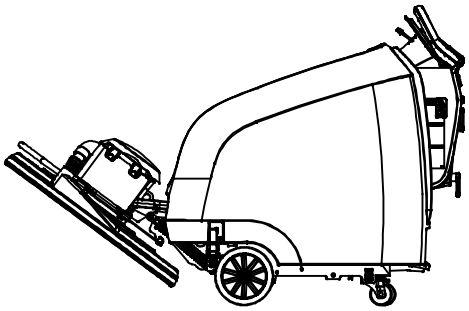

FIG. 52
1. Raise the burnishing head to the transport position to prevent potential head damage when ramp loading machine on truck or trailer (Figure 52).